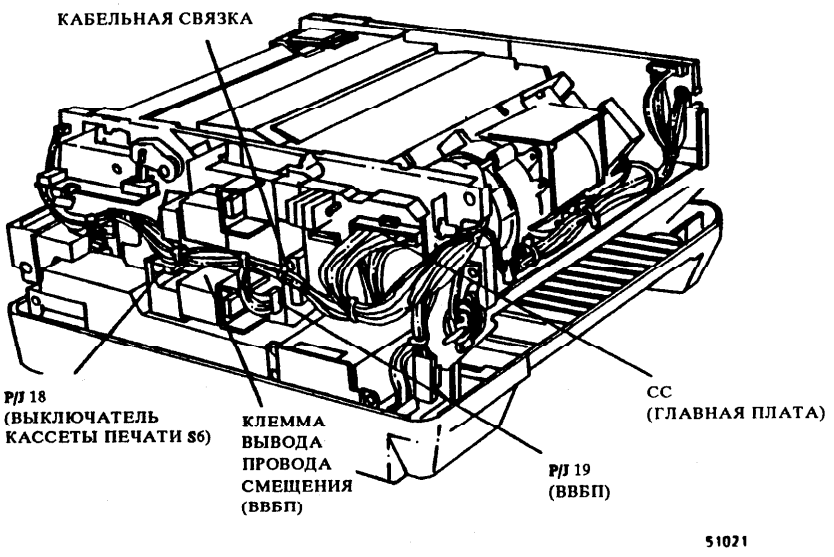

Рис. 1. (только 5009) расстыкуемые разъемы
2. (Только 5009) (Рис. 1): расстыковать четыре разъема и отсоединить одну кабельную связку, как показано.